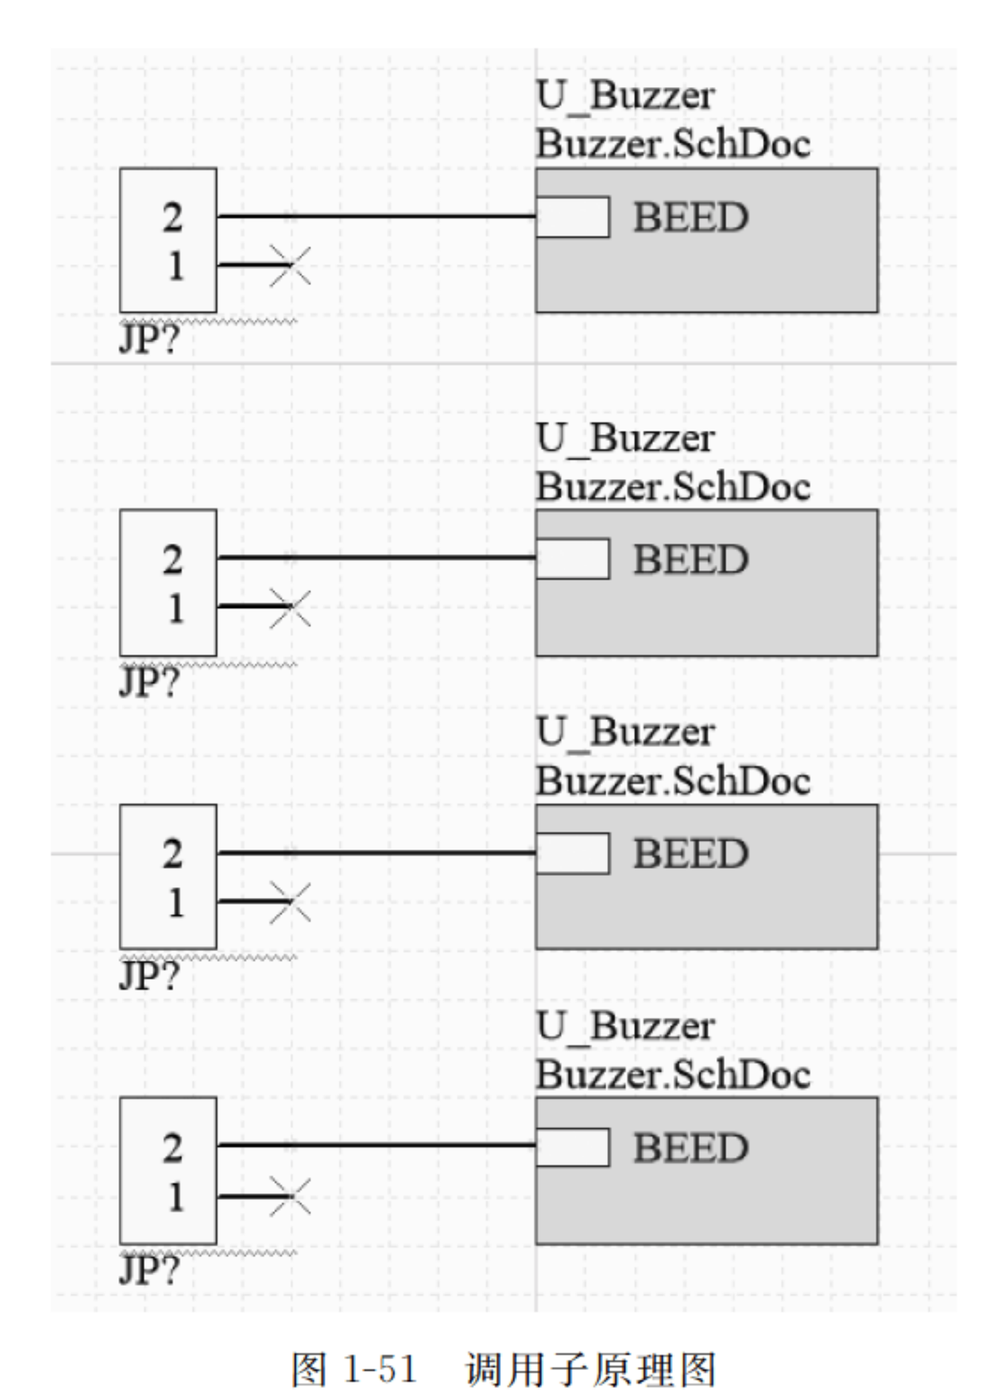

图 1-51　调用子原理图
(4) 在 Main. SchDoc 文件里建立多通道设置，进行其他器件的连接。以建立 4 个通道为例，多通道设置有以下两种方式：
① 在层次原理图建立一个通道就调用一次子图，如图 1-51 所示。